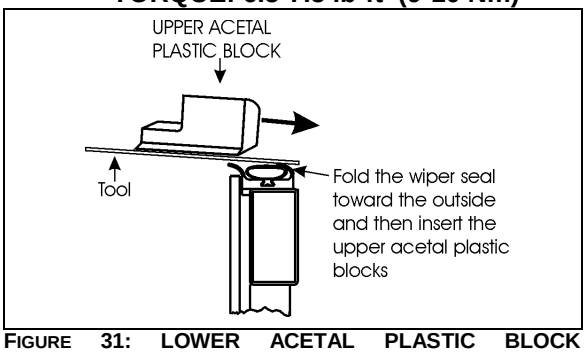

**FIGURE 31: LOWER ACETAL PLASTIC BLOCK INSERTION**
5. Reinstalling the upper acetal plastic blocks. Fold the wiper seal toward the outside with a flat tool to ease installation (Figure 31) and tighten the mounting screws. Leave no gap between the blocks and the rail.